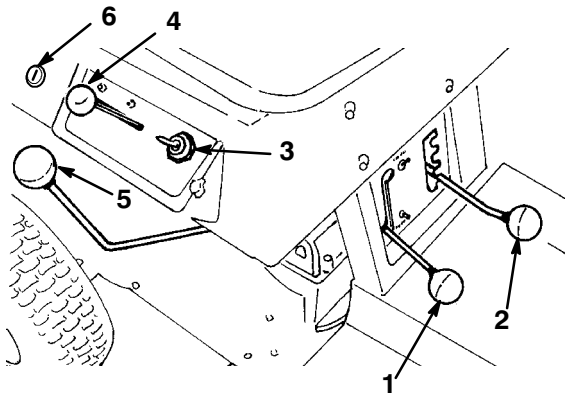

Bild 7
Die Antriebsachse hat fünf Vorwärtsgänge, die Neutral-Position und einen Rückwärtsgang. Der Schalthebel befindet sich rechts vom Fahrer (Bild 7). Ein Sicherheitsschalter verhindert das Anlassen des Motors, wenn ein Gang eingelegt ist, d.h. außer Neutral.
Der Schneidwerkschalthebel (ZWA) (Bild 7) schaltet das Schnittmesser ein und aus. Ein Sicherheitsschalter verhindert das Anlassen des Motors, wenn dieser Schalthebel auf EIN steht. Der Motor lässt sich nur starten, wenn dieser Schalthebel auf AUS steht.
Der Gashebel (Bild 7) ist mit der Drossel und dem Choke am Vergaser verbunden und betätigt diese. Dieser Hebel hat vier Stellungen: Leerlauf, Warmstart, Betrieb und Choke. Drücken Sie den Hebel etwas nach links und oben, um ihn auf Choke zu stellen.
Drehen Sie den Schlüsselschalter (Bild 7) und lassen ihn wieder los zum Deaktivieren der “Betrieb-im-Rückwärtsgang”-Möglichkeit.
Das Zündschloss (Bild 7) hat drei Stellungen: AUS, Lauf und Start. Der Schlüssel kehrt aus der Startposition von selbst in die Laufstellung zurück, wenn Sie ihn nach dem Anlassen des Motors loslassen.
Mit Hilfe der Schnitthöheneinstellung (Bild 7) können Sie die Schnitthöhe in fünf Schritten von ca. 38 bis 89 mm variieren.
2. Stellen Sie beim Anlassen eines kalten Motors den Gashebel auf Choke (Bild 7). Stellen Sie den Gashebel beim Anlassen eines bereits warmen Motors auf Schnell.
3. Drehen Sie den Zündschlüssel auf Start (Bild 7). Lassen Sie den Schlüssel, wenn der Motor anspringt, los und bewegen den Gashebel sofort in eine Position zwischen Schnell und Langsam, wenn Sie zum Starten den Choke benutzt haben. Stellen Sie den Gashebel für die optimale Leistung auf Schnell (Vollgas).